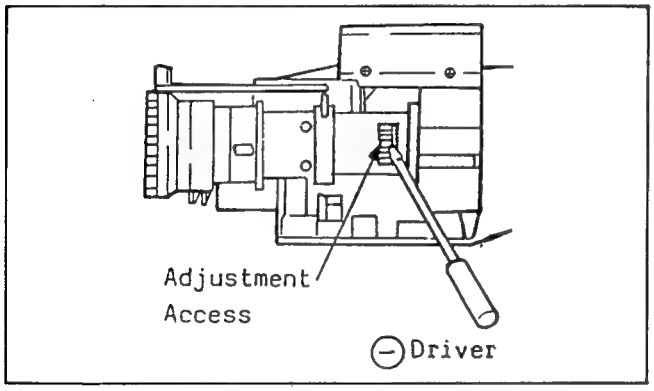

Fig. C6
(1) Aim. the Camera at the Hunting Chart in 3m distance and zoom all the way in (Fully tele position).
(2) Focus the lens on the object.
(3) Adjust the relay lens adjustment point as shown in Fig. C6.